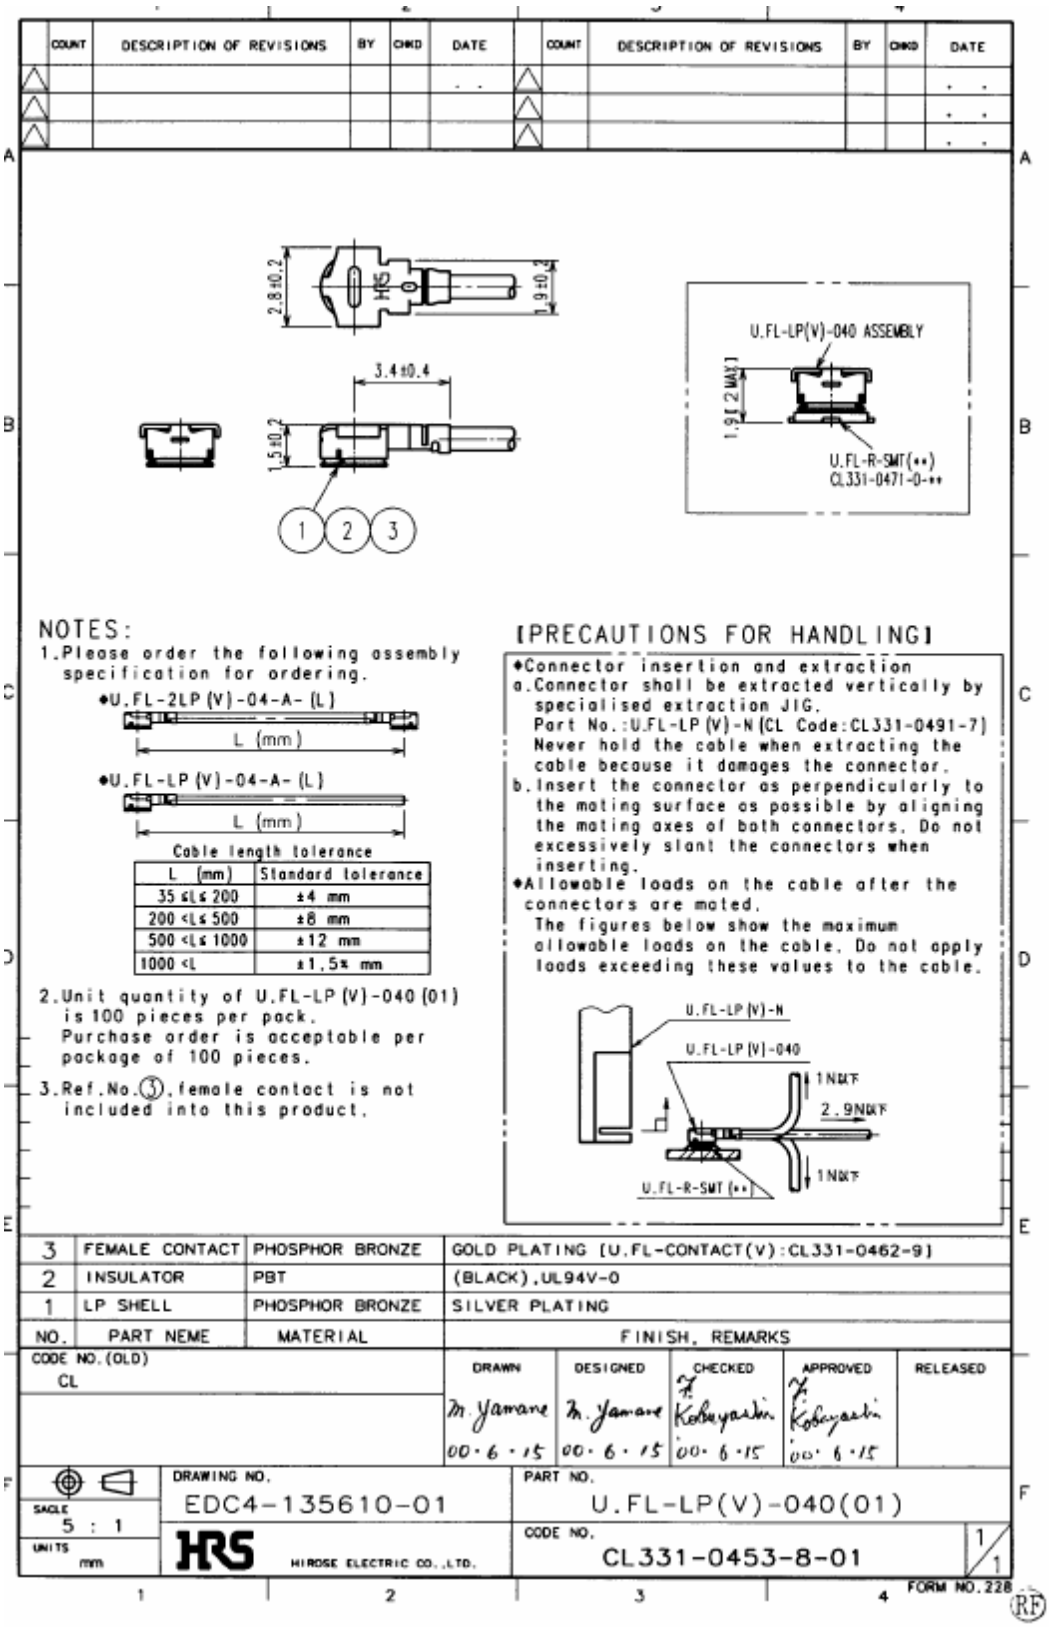

Figure 32: Specifications of U.FL-LP-(V)-040(01) plug
In addition to the connectors illustrated above, the U.FL-LP-(V)-040(01) version is offered as an extremely space saving solution. This plug is intended for use with extra fine cable (up to ∅ 0.81mm) and minimizes the mating height to 2mm. See Figure 32 which shows the Hirose datasheet.